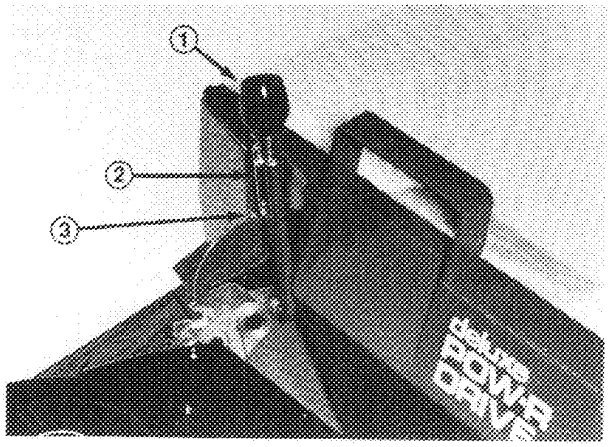

Figure 4
3. Squeeze lockout lever until it clears the bag latch (Fig. 4). Then move handle rearward until lockout lever locks in notch at rear of bag latch (Fig. 4). The chute door in mower housing is now open and mower is ready to bag grass clippings.